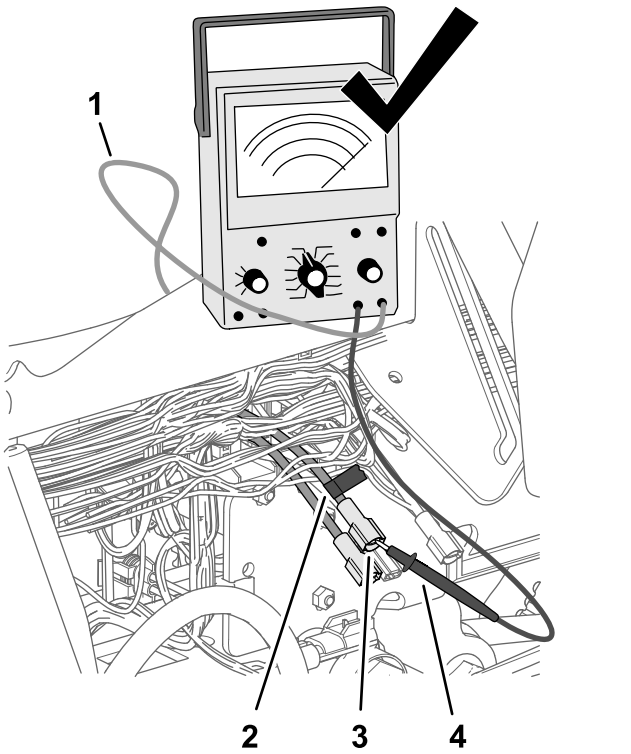

Figur 189
4. Bruk teip for å merke kontakten og ledningen som du fant i trinn 3 (Figur 189).